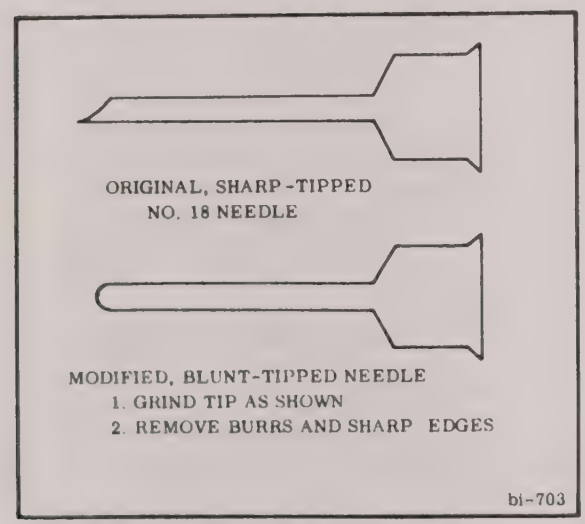

FIGURE 6-11 HYPODERMIC NEEDLE MODIFICATION
5. Modify hypodermic needle per Figure 6-11.